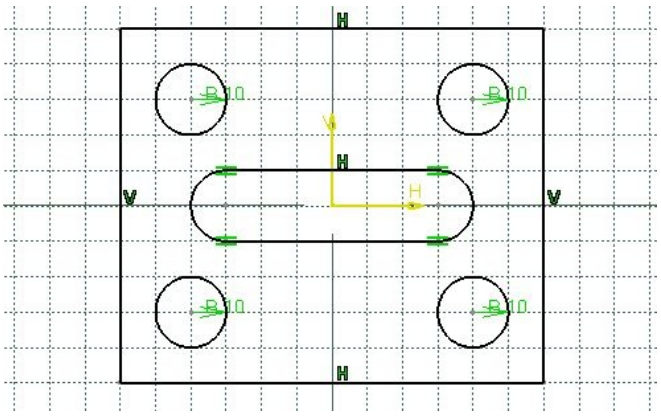

Figure 2-44 *The final sketch*
15. Similarly, draw the other two circles. The coordinates of the center point of the other two circles are -40, 30 and -40, -30, respectively. The final sketch, with the display of constraints turned on, is shown in Figure 2-44.